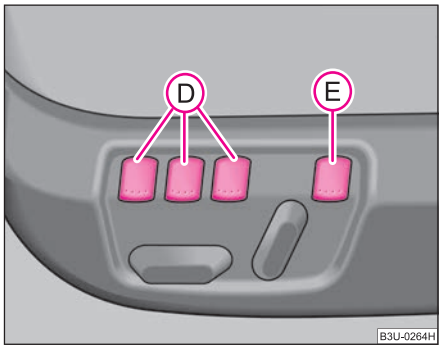

Fig. 56 Driver seat: Memory buttons and ON/OFF switch
Memory for the seat offers the possibility to store the individual seat and external mirror position. An individual position can be allocated to each of the three memory buttons (D) ⇒ fig. 56, that is three in total. On pressing the appropriate memory button (D) the seat and external mirror will automatically move into the position allocated to this button.
– **One-touch automatic memory:** with the driver door open, operate the desired memory button (D) ⇒ page 74, fig. 56 with one-touch. The seat and the exterior mirrors now move automatically into the stored position. ▶
– **Memory keying**: with the driver door open or closed, press and hold the desired memory button (D) until the seat and the exterior mirrors have moved into the stored position.
You can interrupt any memory retrieval operation in an emergency by pressing the switch (E) ⇒ page 74, fig. 56, by one-touch of a memory button or by pressing the seat setting switch. ■